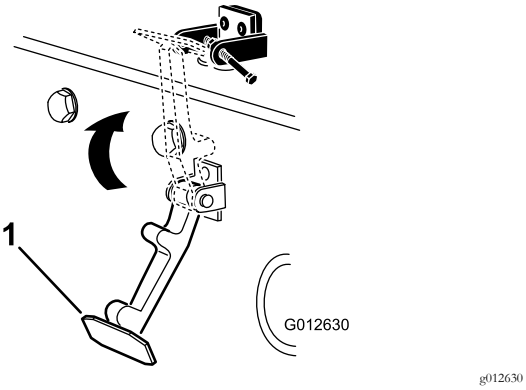

Figur 5
8. Kroka fast motorhuvsspärren på dess fäste (Figur 5).